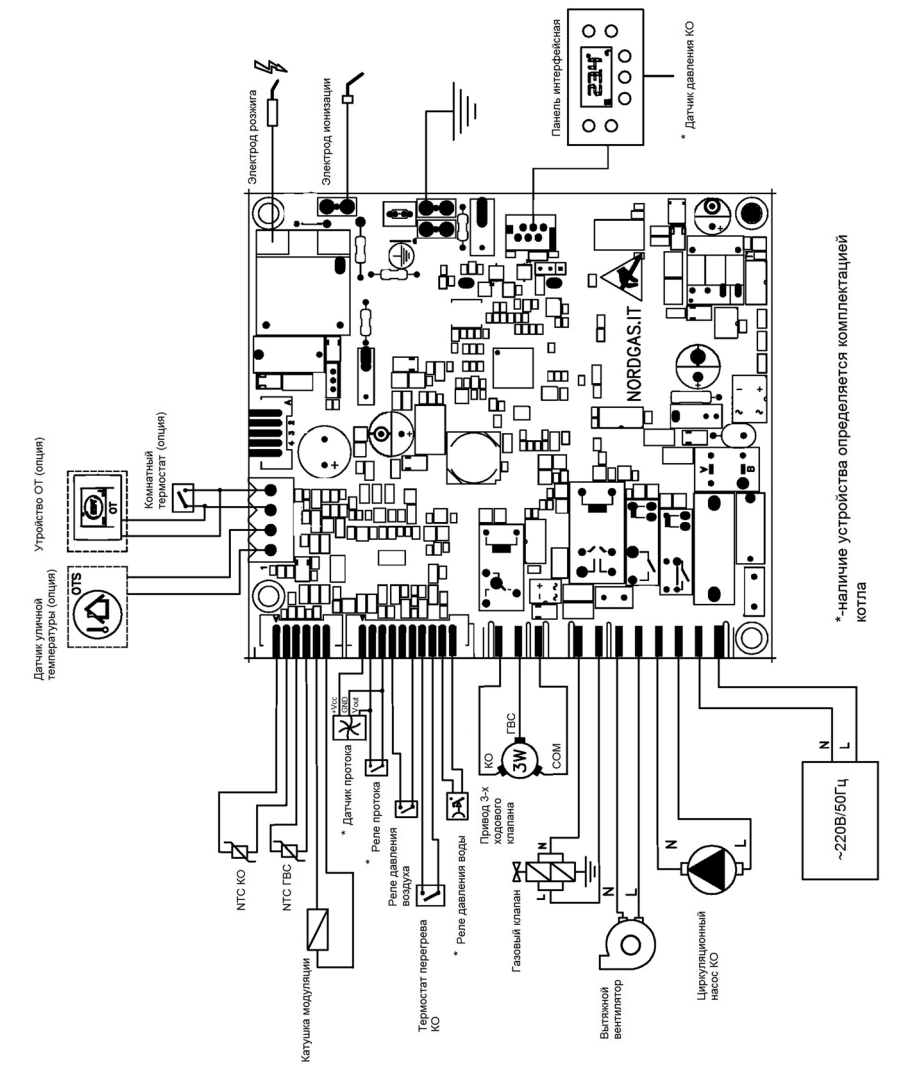

Рис. 12. Схема электрических подключений
– продеть двухпроводной кабель, идущий от выносной панели, через проходную муфту 5 в корпусе и подключите его к клеммам 1 и 2 (рисунок 12);